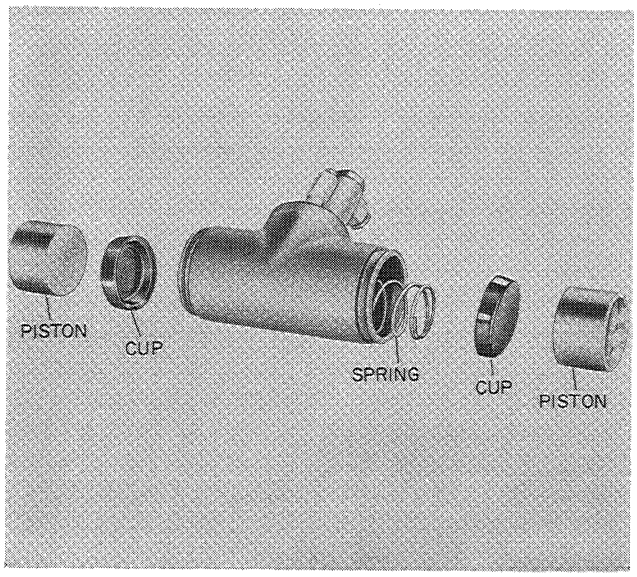

Figure W-50
1. Install the spring, cups and pistons into the wheel cylinder, Figure W-50.